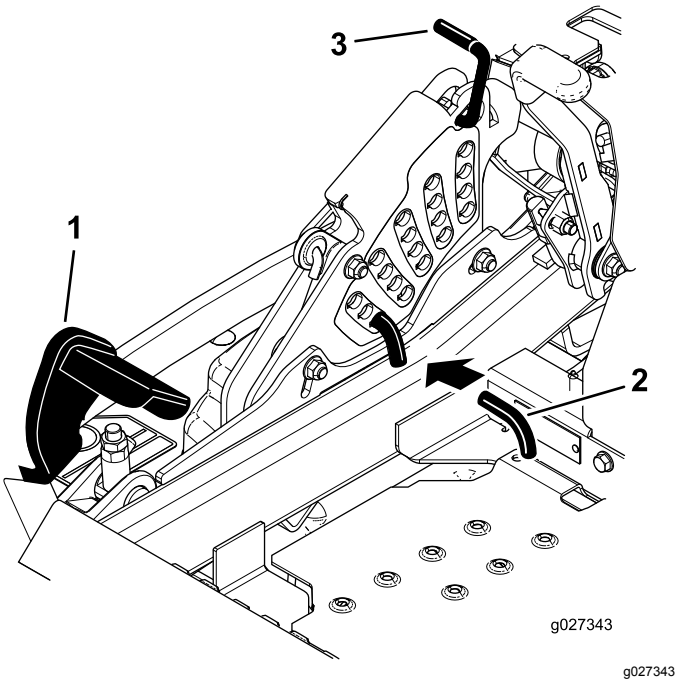

Figur 106
5. Skjut däcklyftpedalen hela vägen framåt så att däcket låses i transportläget på 14 cm (Figur 106).